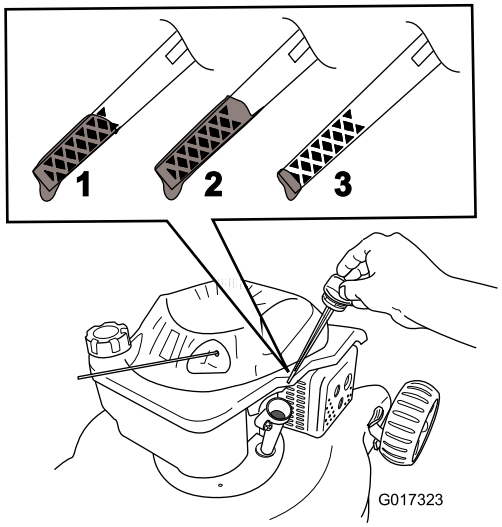

Figure 5
2. Remove the dipstick (Figure 5).
3. **Slowly** pour oil into the oil fill hole, wait a few minutes, and check the oil level on the dipstick by wiping the dipstick clean and then inserting, **but not screwing in,** the oil fill cap into the hole (Figure 5).
Note: Fill the engine crankcase with oil until the dipstick indicates that the engine oil level is correct as shown in Figure 5. If you overfill the engine with oil, remove the excess oil as directed in Changing the Engine Oil.